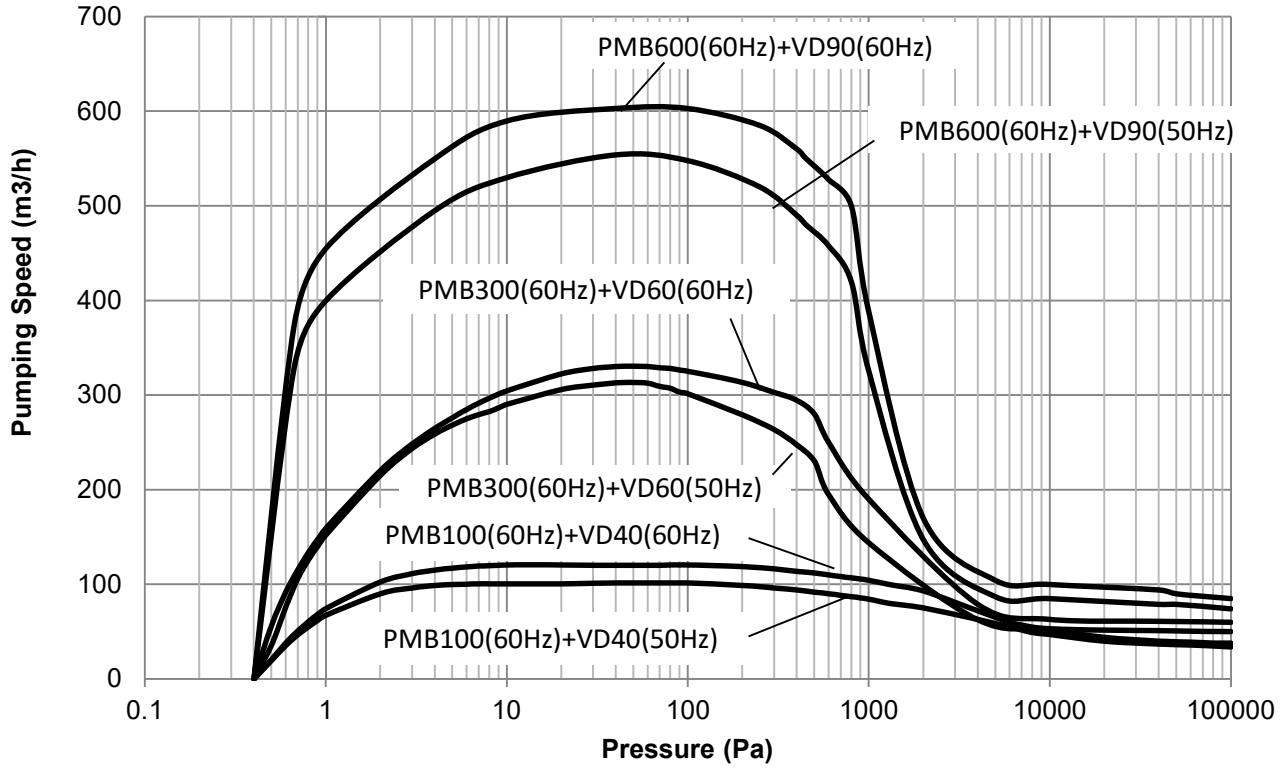

図 19 排気速度曲線 PMB100D ／ 300D ／ 600D 空冷仕様インバータ付（オプション）
メカニカルブースターポンプは、単体で大気圧から作動させることができません。必ず補助ポンプ（ドライポンプや油回転ポンプ）と組み合わせて使用します。そのため真空室との配管は、図 19 のように粗引きを行いメカニカルブースターポンプの作動領域の圧力になってから始動させなければなりません。
粗引き方法には「図 19 メカニカルブースターポンプを使用した排気系例① ②」の方法があります。
①の方法はメカニカルブースターポンプ内を通して粗引きを行う方法です。この方法は真空室が小さな場合で、粗引き排気時間が長くかかっても良い場合に使用できます。メカニカルブースターポンプは粗引きを行っている間は運転できないため、排気気体はメカニカルブースターポンプのロータ間の隙間を通して排気されます。そのため排気抵抗が大きくなり（コンダクタンスが小さくなり）、粗引き排気時間が長くかかることになります。
②の方法はメカニカルブースターポンプに粗引き回路を設けたものです。この方法は真空室が大きな場合で、粗引き排気時間を短くしたいときに使用します。粗引き時にはメインバルブと粗引きバルブを開いて排気を行い、メカニカルブースターポンプの作動領域の圧力になったら、メカニカルブースターポンプを始動して粗引きバルブを閉じ、本引きを行います。
真空スイッチを用いて、吸入側圧力が最大吸入圧力以下になったときメカニカルブースターポンプを始動させることができます。図 19 の②の場合、粗引きバルブはエアー作動型を用いて、真空スイッチと連動させることができます。